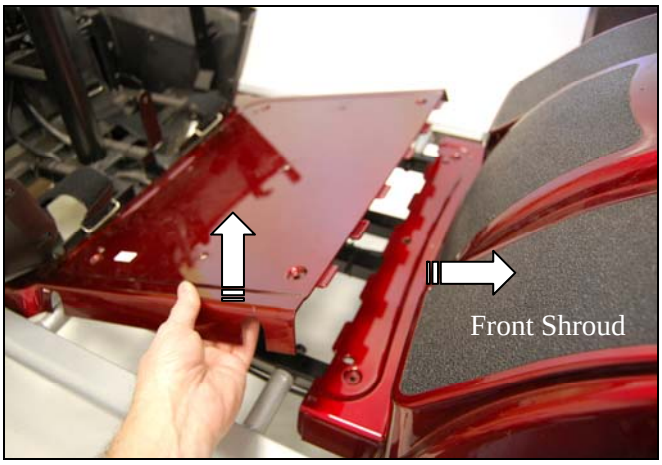

Figure 20. Removing Center Floor Shroud
9) Push the front shroud forward and lift the center floor shroud to remove. See figure 20 on page 22.